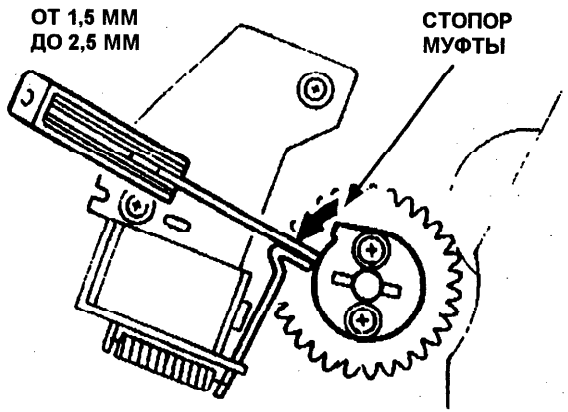

Рис. 2. Регулировка зазора стопора
13. Измерьте расстояние между собачкой и стопором муфты. Величина этого зазора должна составлять от 1,5 мм до 2,5 мм (Рис. 2).